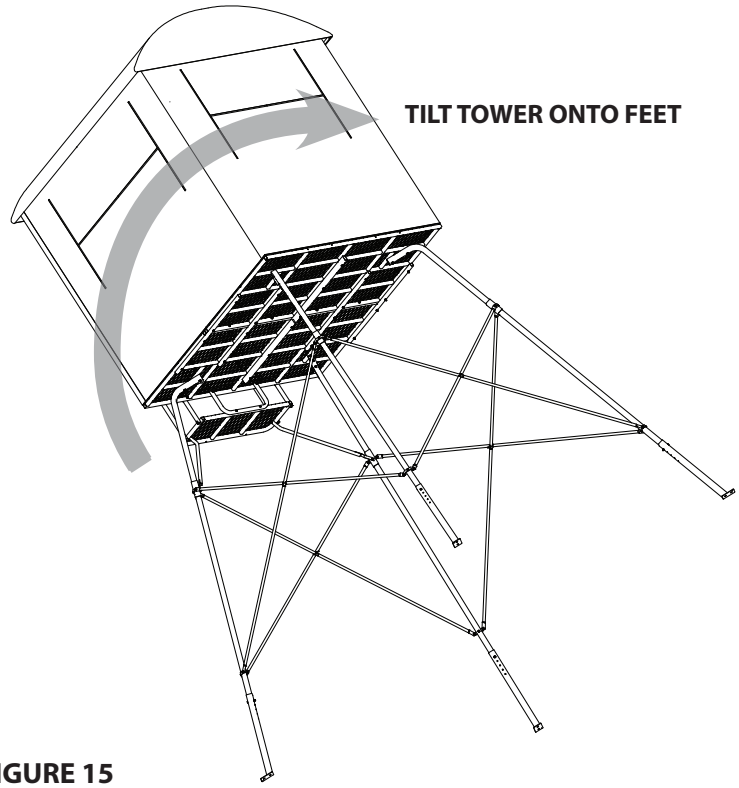

FIGURE 15
15. With ***at least four people***, carefully lift on the platform side of the tower and tilt onto its feet. **DO NOT** lift only on the blind! **SEE FIGURE 15.**